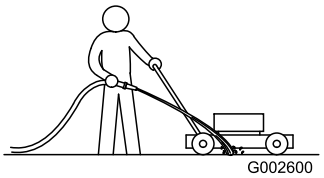

Figure 25
1. Mettez le moteur en marche lorsque la tondeuse se trouve sur une surface revêtue plane et dirigez un jet d'eau devant la roue arrière **droite** (Figure 25).